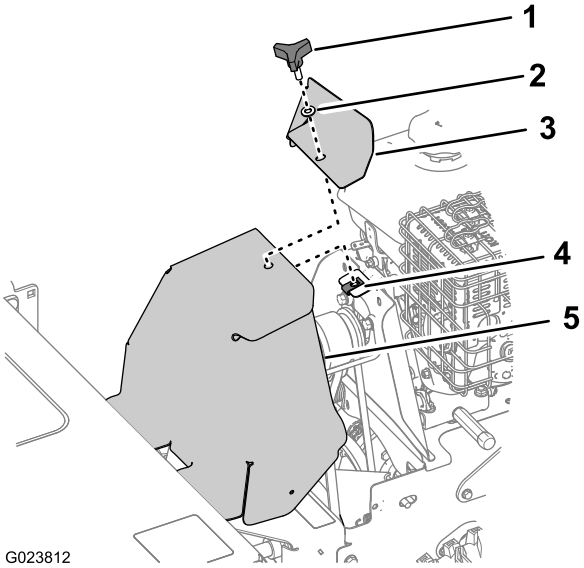

Figur 38
1. Afmonter skruen og spændeskiven, der fastgør motorhjelmen og remskærmen på maskinen (Figur 38).
3. Ret remskærmen og motorhjelmen ind efter maskinen og plademøtrikken (Figur 38).
4. Fastgør remskærmen og motorhjelmen på maskinen med skruen og spændeskiven (Figur 38).